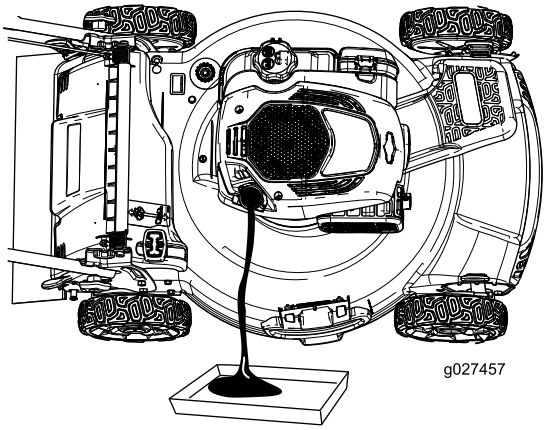

Figura 24
5. Ponga la máquina de lado con el filtro de aire hacia arriba para drenar el aceite usado a través del tubo de llenado de aceite (Figura 24).